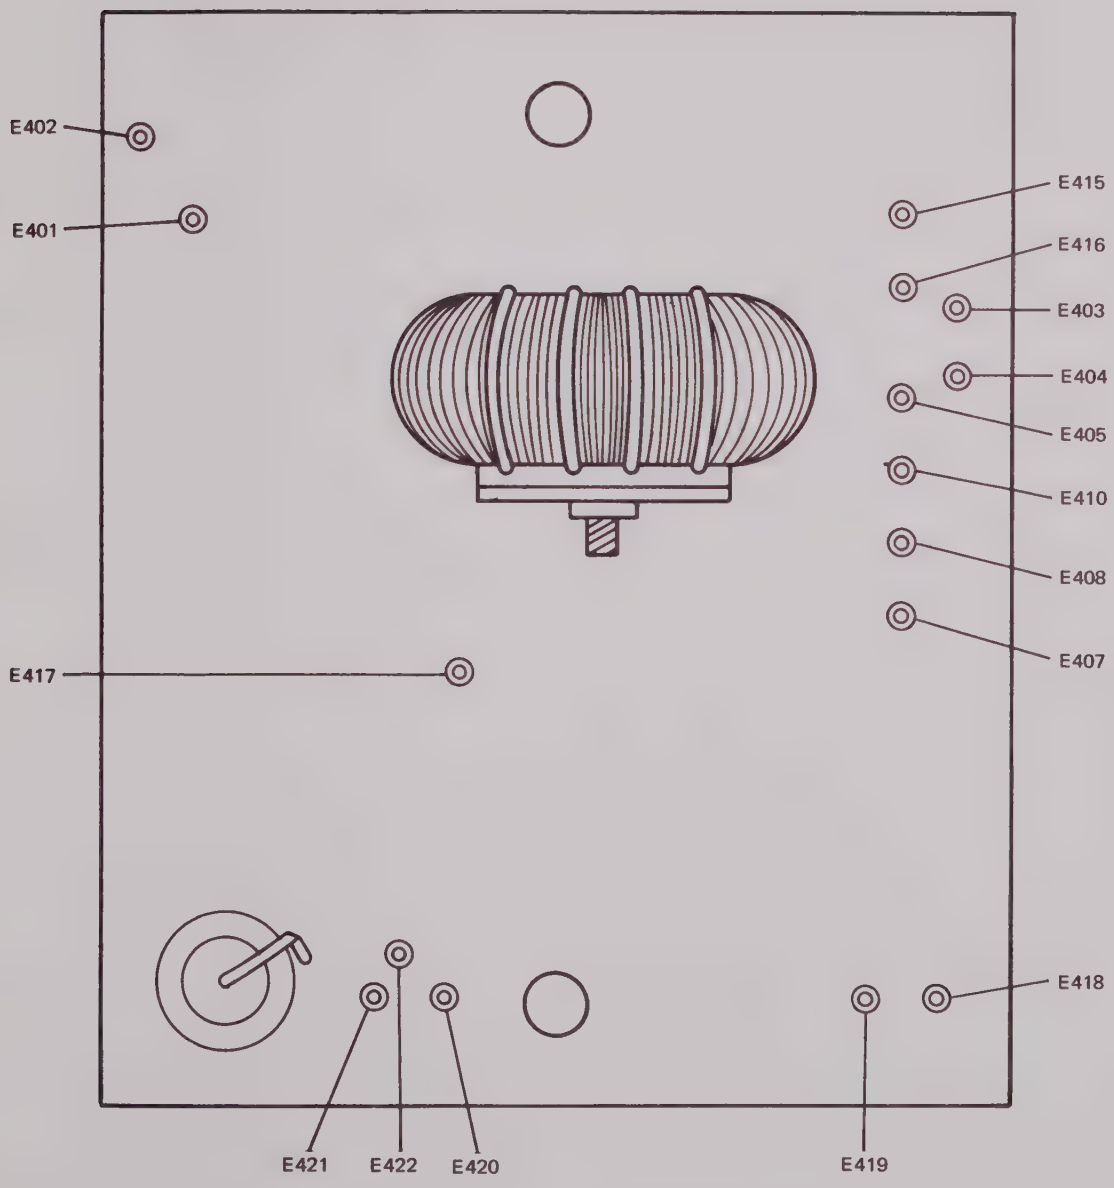

Figure 9-4. Power Supply Board Assembly A2
9.5.28 POWER SUPPLY BOARD ASSEMBLY A2. Figure 9-4 is provided as an aid should fault isolation of power supply board assembly A2 become necessary.